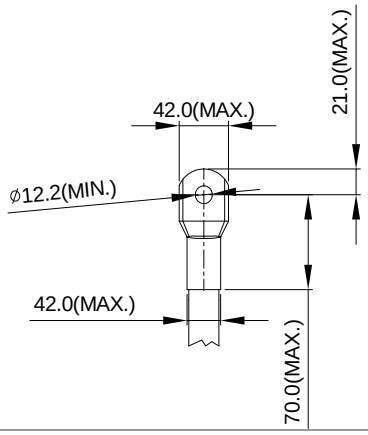
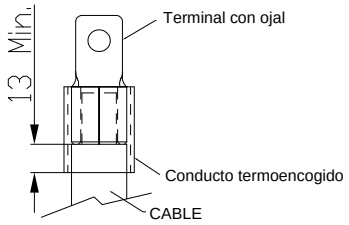

Figura 3
Figura 4
5. La figura 3 y la figura 4 muestran la especificación del conducto termoencogido y aislado que cumple con UL (600C, YDPU2).